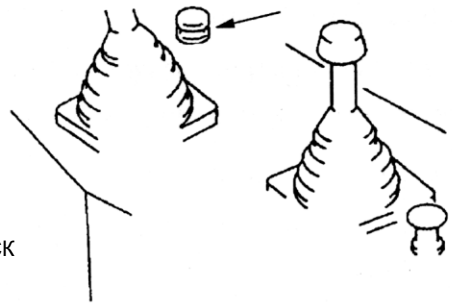

Рис. 1-28.
2. Кнопка звукового сигнала (Рис. 1-28)